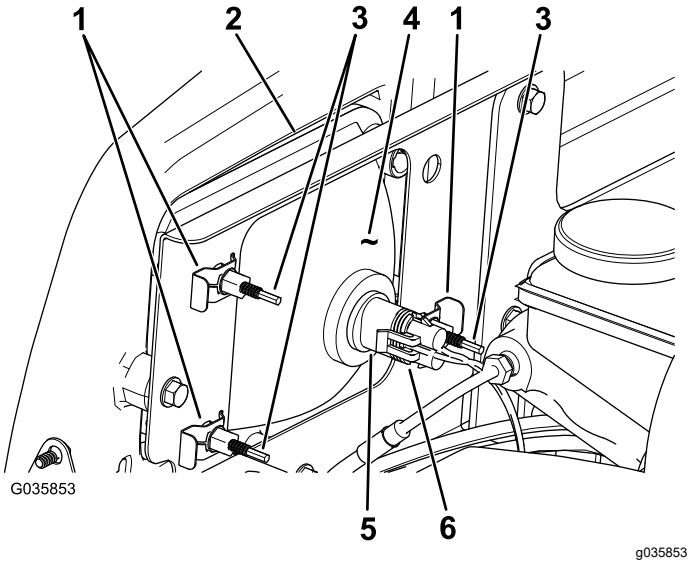

Figur 44
3. Frakoble den elektriske forbindelsen for nettet fra koblingsstykket til pæreenheten (Figur 44).
4. Fjern hurtigklemmene som fester frontlysene til frontlysbraketten (Figur 44).
5. Fjern frontlysenheten ved å flytte den fremover gjennom åpningen i fremre støtfanger (Figur 44).
6. Fest det nye frontlyset gjennom åpningen i støtfangeren (Figur 44).
8. Tilkoble den elektriske forbindelsen for nettet til koblingsstykket til pæreenheten (Figur 44).
2. På baksiden av frontlysenheten roterer du justeringsskruene (Figur 44) for å svinge frontlysenheten og stille inn posisjonen for stråleretningen.